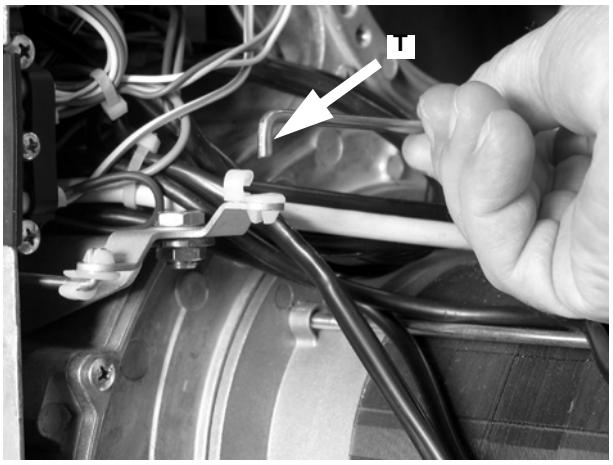

Fig. 45
- Volver a poner el tirante T (Fig. 45).